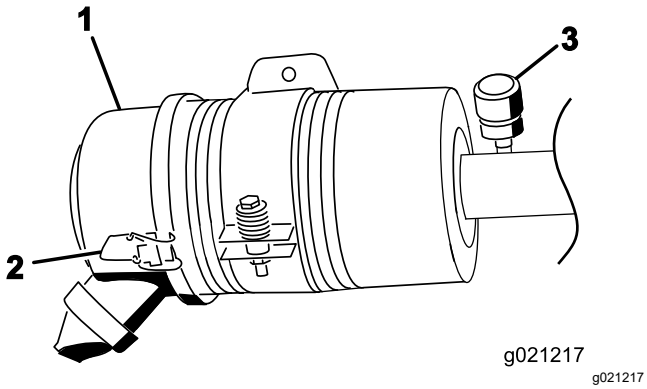

Figuur 81
Geef het luchtfilter uitsluitend een onderhoudsbeurt als de onderhoudsindicator (Figuur 81) dit aangeeft. Als u het luchtfilter vervangt voordat dit nodig is, wordt alleen maar de kans vergroot dat er vuil in de motor komt als u het filter verwijdert.
2. Maak de sluitingen los waarmee het deksel van het luchtfilter is bevestigd aan het luchtfilterhuis (Figuur 81).